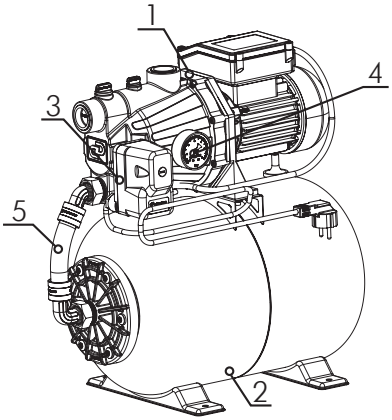

Рисунок 5
4.4. Основные составляющие насоса-автомата «ДЖАМБО» (П, Ч) (рисунок 5)